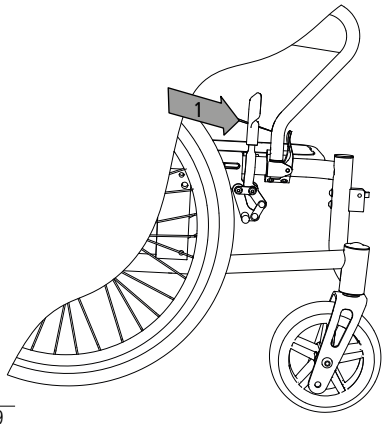

afb. 19
1. Als u met de rolstoel stilstaat, gebruikt u de parkeerrem (bandrem). Druk daarvoor de hendel naar voren (1, afb. 19) totdat deze vanzelf in die stand blijft staan. Nu staat de rolstoel veilig, u kunt nu in- of uitstappen of de rolstoel parkeren.